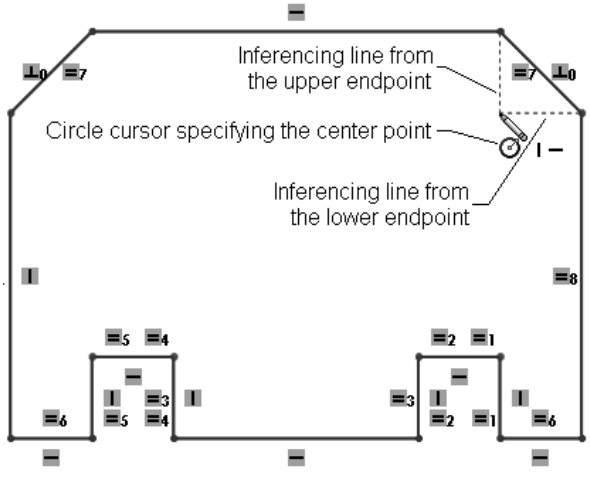

Figure 2-70 *Drawing a circle with the help of inferencing lines*
3. Move the circle cursor close to the lower endpoint of the right inclined line and then move it toward the left. Remember that you should not press the left mouse button at this moment. An inferencing line is displayed originating from the lower endpoint of the right inclined line. On moving the cursor toward the left, you will notice that another inferencing line originates at the point where the cursor is vertically in line with the upper endpoint of the right inclined line. This inferencing line will intersect the inferencing line generated from the lower endpoint of the inclined line, refer to Figure 2-70.